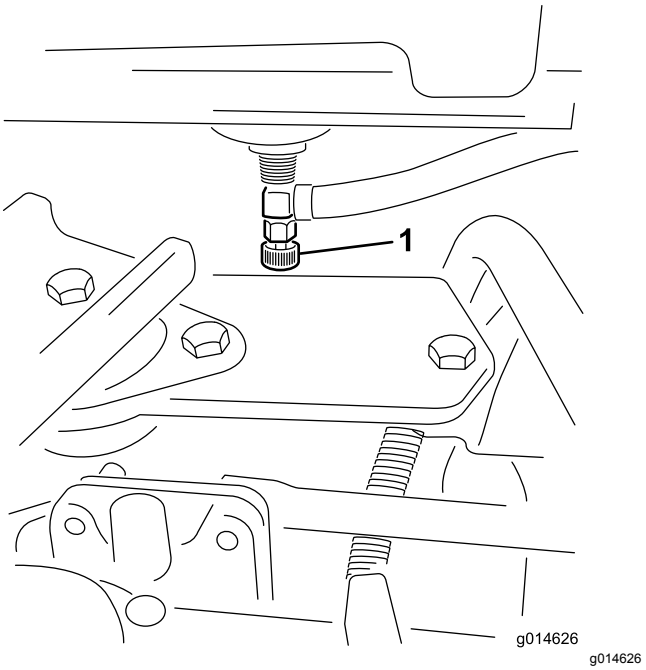

Figur 29
1. Lukk drivstoffavstengingsventilen (Figur 29) under drivstofftanken.